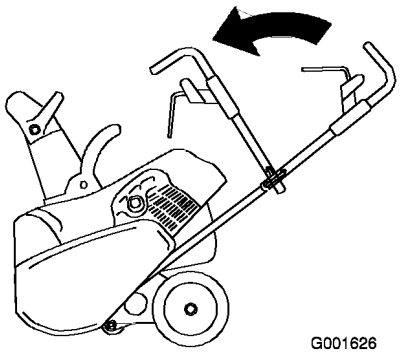

Figure 26
2. Pliez la moitié supérieure du mancheron en avant, de la manière indiquée (Figure 26).